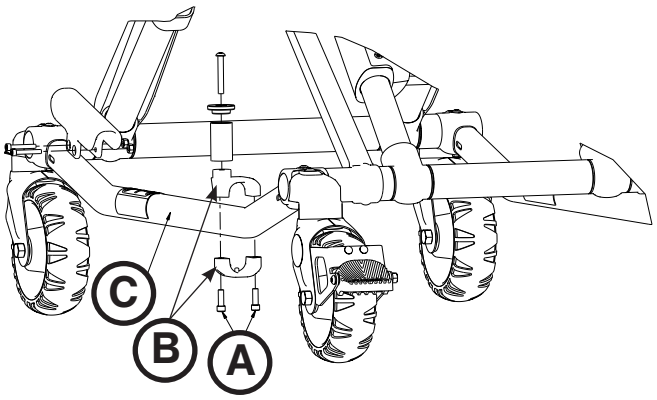

Afbeelding 71
1. Verwijder met een T30 Torx-schroevendraaier de twee inbusbouten (A) waarmee de penbeugels (B) aan het basisframe (C) zijn bevestigd (Afbeelding 71). Bewaar beide schroeven voor het terugplaatsen.